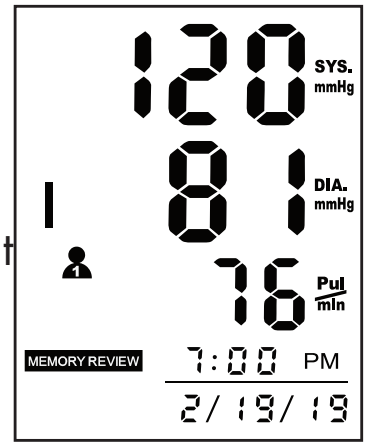

Fig. 2
3. All results for a given measurement will display, including measurement results, pulse rate, Hypertension Indicator and Irregular Heartbeat alert (if applicable), Fig 2.